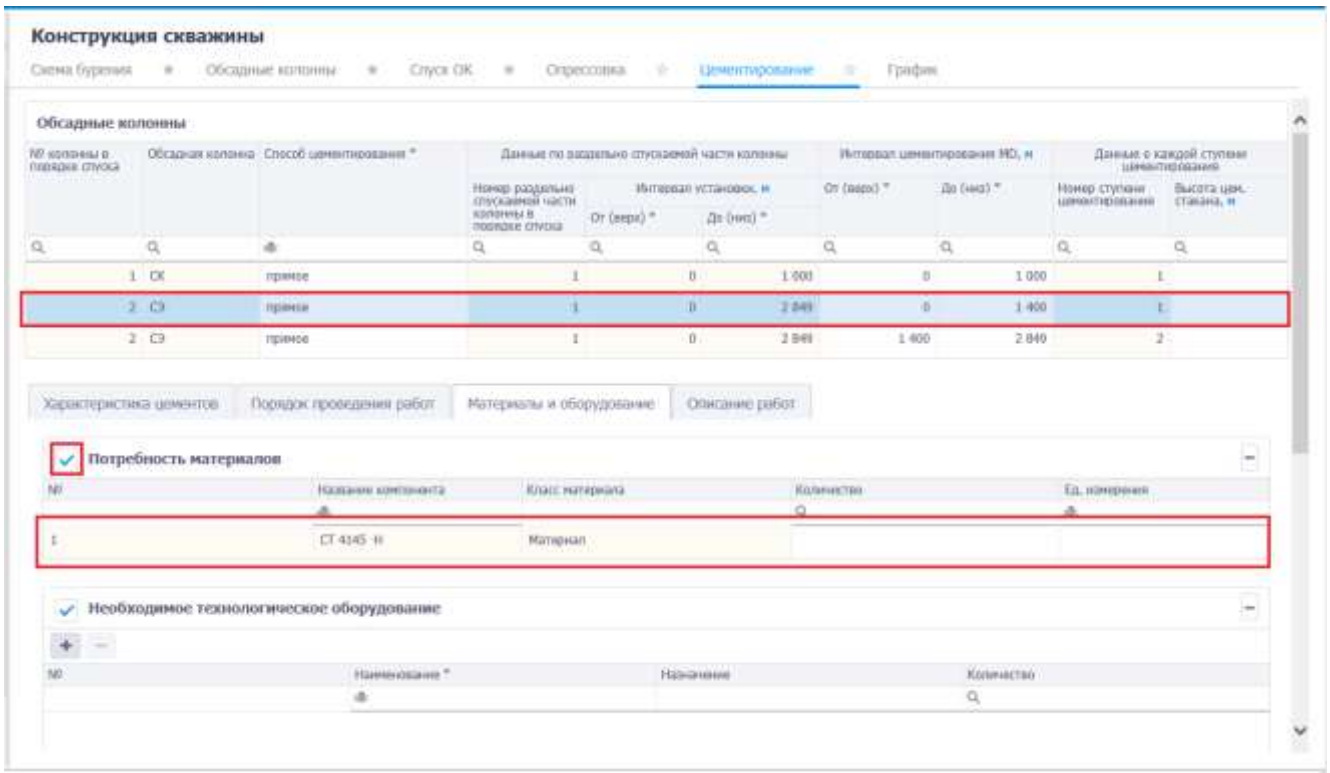

Рис. 3.157
3) Затем следует перейти на вкладку «Материалы и оборудование» и установить флаг ☑ у таблицы «Потребность материалов». Компоненты, добавленные в таблицу «Состав жидкостей», отобразятся в таблице «Потребность материалов» (рис. 3.157) для выбранной секции.